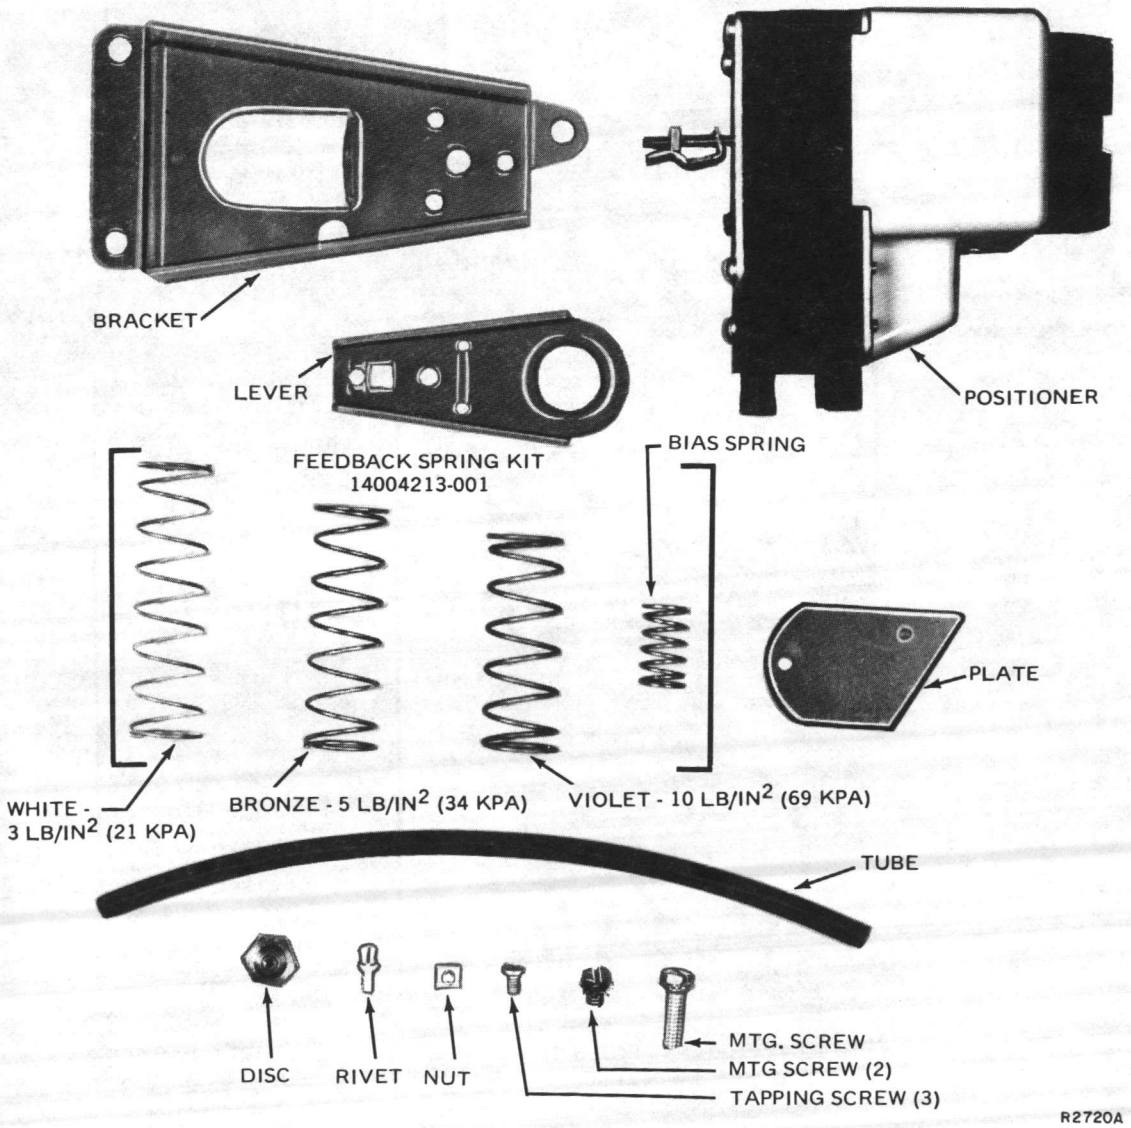

Fig. 14. Positive Positioner Retrofit Kit, Part No. 14004138-001.
4. Hook up new feedback spring for desired spring range (Fig. 14) and bias spring.
Refer to Tables VI and VII and Figures 14 through 17 for MP953 accessories.
14004138-001	For reverse-acting valve actuators (Fig. 14).